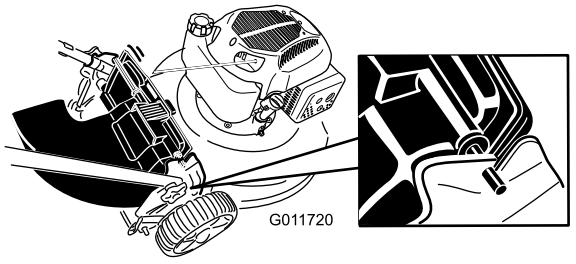

Figure 18
4. Insérez la tige du déflecteur d'éjection arrière dans les crans de la tondeuse (Figure 18).